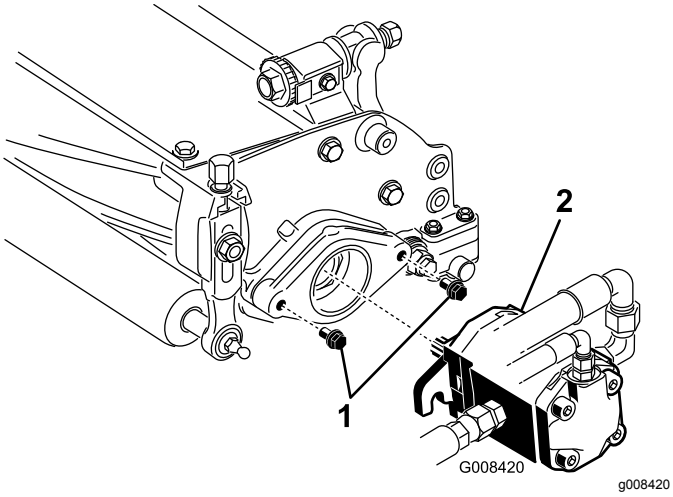

Figur 11
7. Kontrollera att cirka 13 mm av gängorna syns på alla fästskruvar till cylinderdrivmotorn (Figur 11).
8. Täck den räfflade delen på motorns axel med rent fett och montera motorn genom att vrida den medsols så att motorflänsarna går fria från tapparna. Vrid motorn moturs till dess att flänsarna omringar tapparna (Figur 11).
9. Dra åt fästskruvarna (Figur 11).